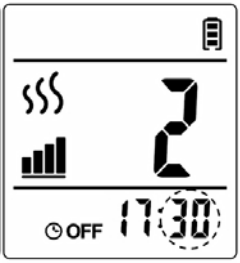

Abb. 4-3
3. Drücken Sie erneut die Taste **TIMER OFF**. Die Stundenziffern hören auf zu blinken und die Minuten beginnen zu blinken. Stellen Sie mit der Taste **UP** oder **DOWN** die Minuten ein (siehe Abb. 4-3).